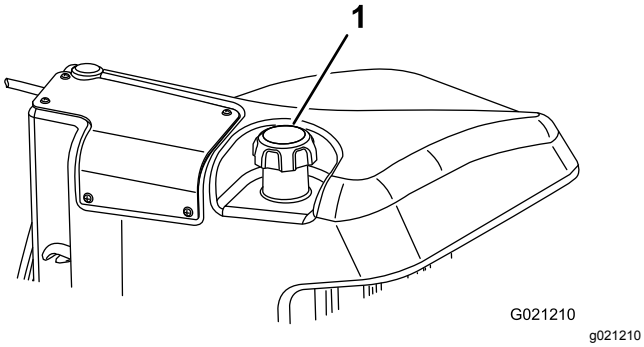

Figur 29
3. Ta lokket av drivstofftanken (Figur 29).